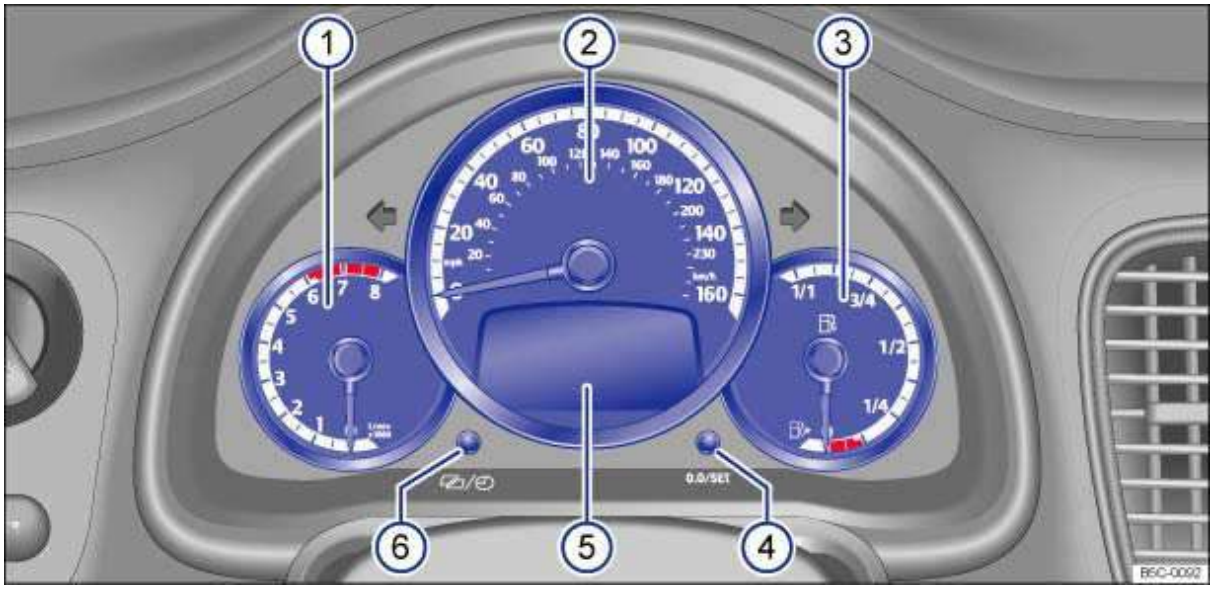

Fig. 10 Instrument cluster in the instrument panel.
Instrument explanations ⇒ fig. 10:
Depending on the vehicle model, different information may be shown in the instrument cluster display ⇒fig. 10 (5).